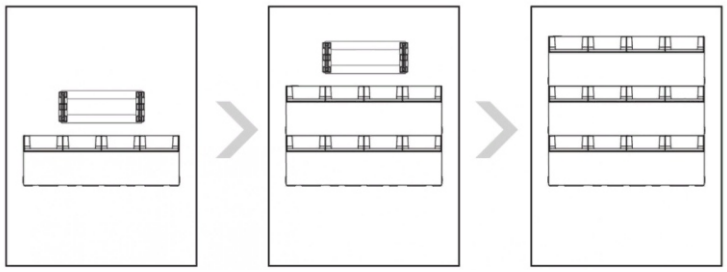

Рис. 28
- Установите первый фитомодуль на нижний кронштейн. Далее устанавливайте последующие модули один за другим. См. (рис. 28)